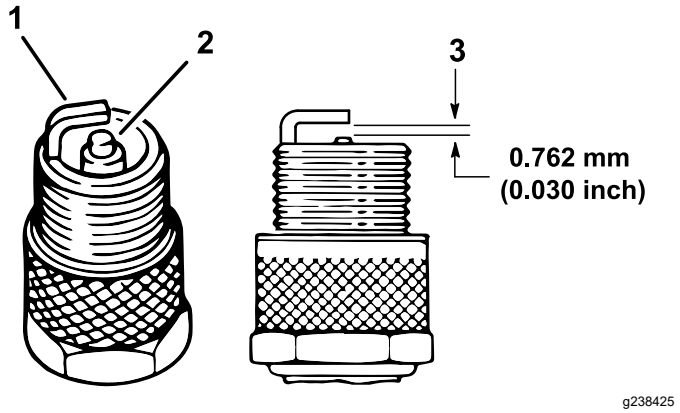

Figur 37
4. Kontroller sideelektrodens, midterelektrodens og midterelektrodens isolators tilstand for at sikre, at disse ikke er beskadiget (Figur 37).
5. Indstil gnistgabet mellem midten og siden af elektroderne til 0,762 mm som vist i Figur 37.